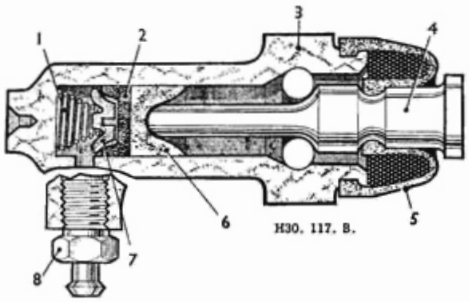

Fig. M.8.
The rear cylinder (Fig. M.8) is rigidly fixed to a bracket on the underside of the body. Its push rod (4) is firmly fixed to the stirrup, so that when the foot pedal is pressed fluid pressure is transmitted through the push rod and stirrup to the rear brake rods to operate the rear brakes mechanically. For handbrake operation, however, the handbrake pull rod acts directly on the stirrup, thus allowing the rear brakes to be applied independently.